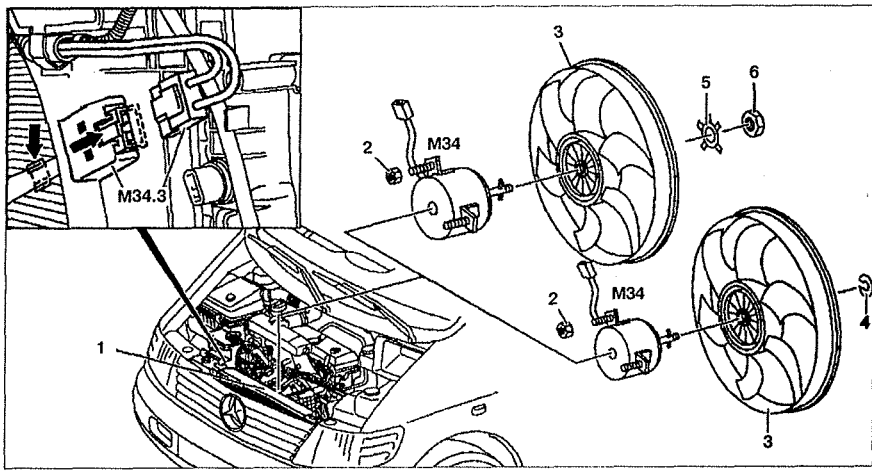

Рис. 4.31. Вентилятор:
3. Извлеките радиатор **1** вверх (см.рис.4.31).